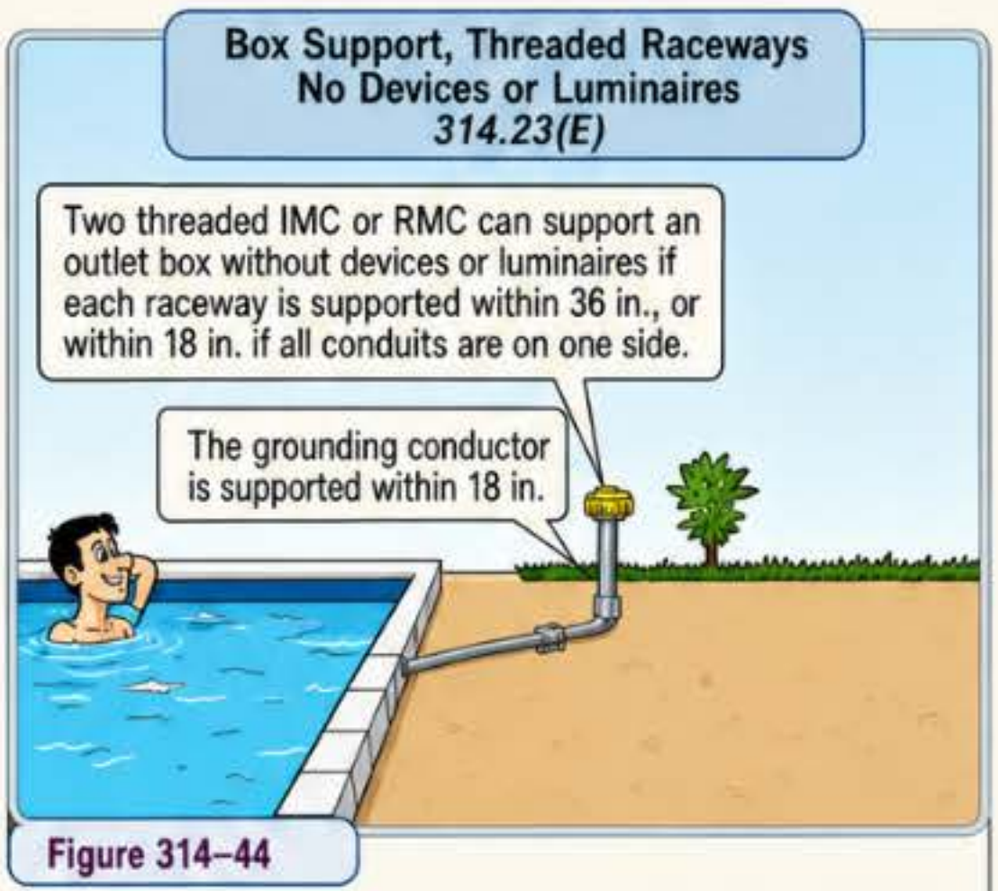

Figure 314–44
(1) Ceiling Framing Members. An outlet box may be attached to suspended-ceiling framing members using bolts, screws, rivets, clips, or any other listed device for securing the framing member(s). Figure 314–42
(E) Threaded Raceway-Supported Boxes Without Devices or Luminaires. Two intermediate metal or rigid metal conduits, or threaded wrenches threading into the enclosure, may support an outlet box that does not contain equipment or a luminaire if each raceway is supported within 36 inches of the box or within 18 inches when all conduit entries are on the same side. Figure 314–44
Example: The following wiring methods are permitted to support a conduit body of any size, including a conduit body constructed with only one conduit entry, provided the trade size of the conduit body is not larger than the largest trade size of the conduit or tubing. ***Figure 314–45**